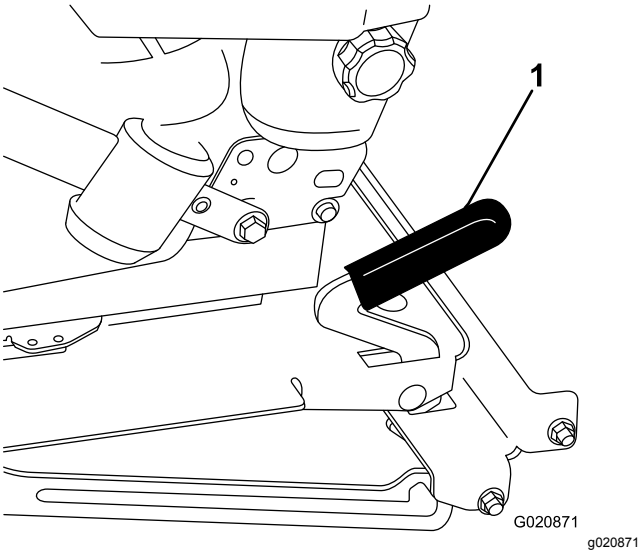

**図 16**
2. ラッチを前方に引いて持ち上げるとラッチが外れる図 16。